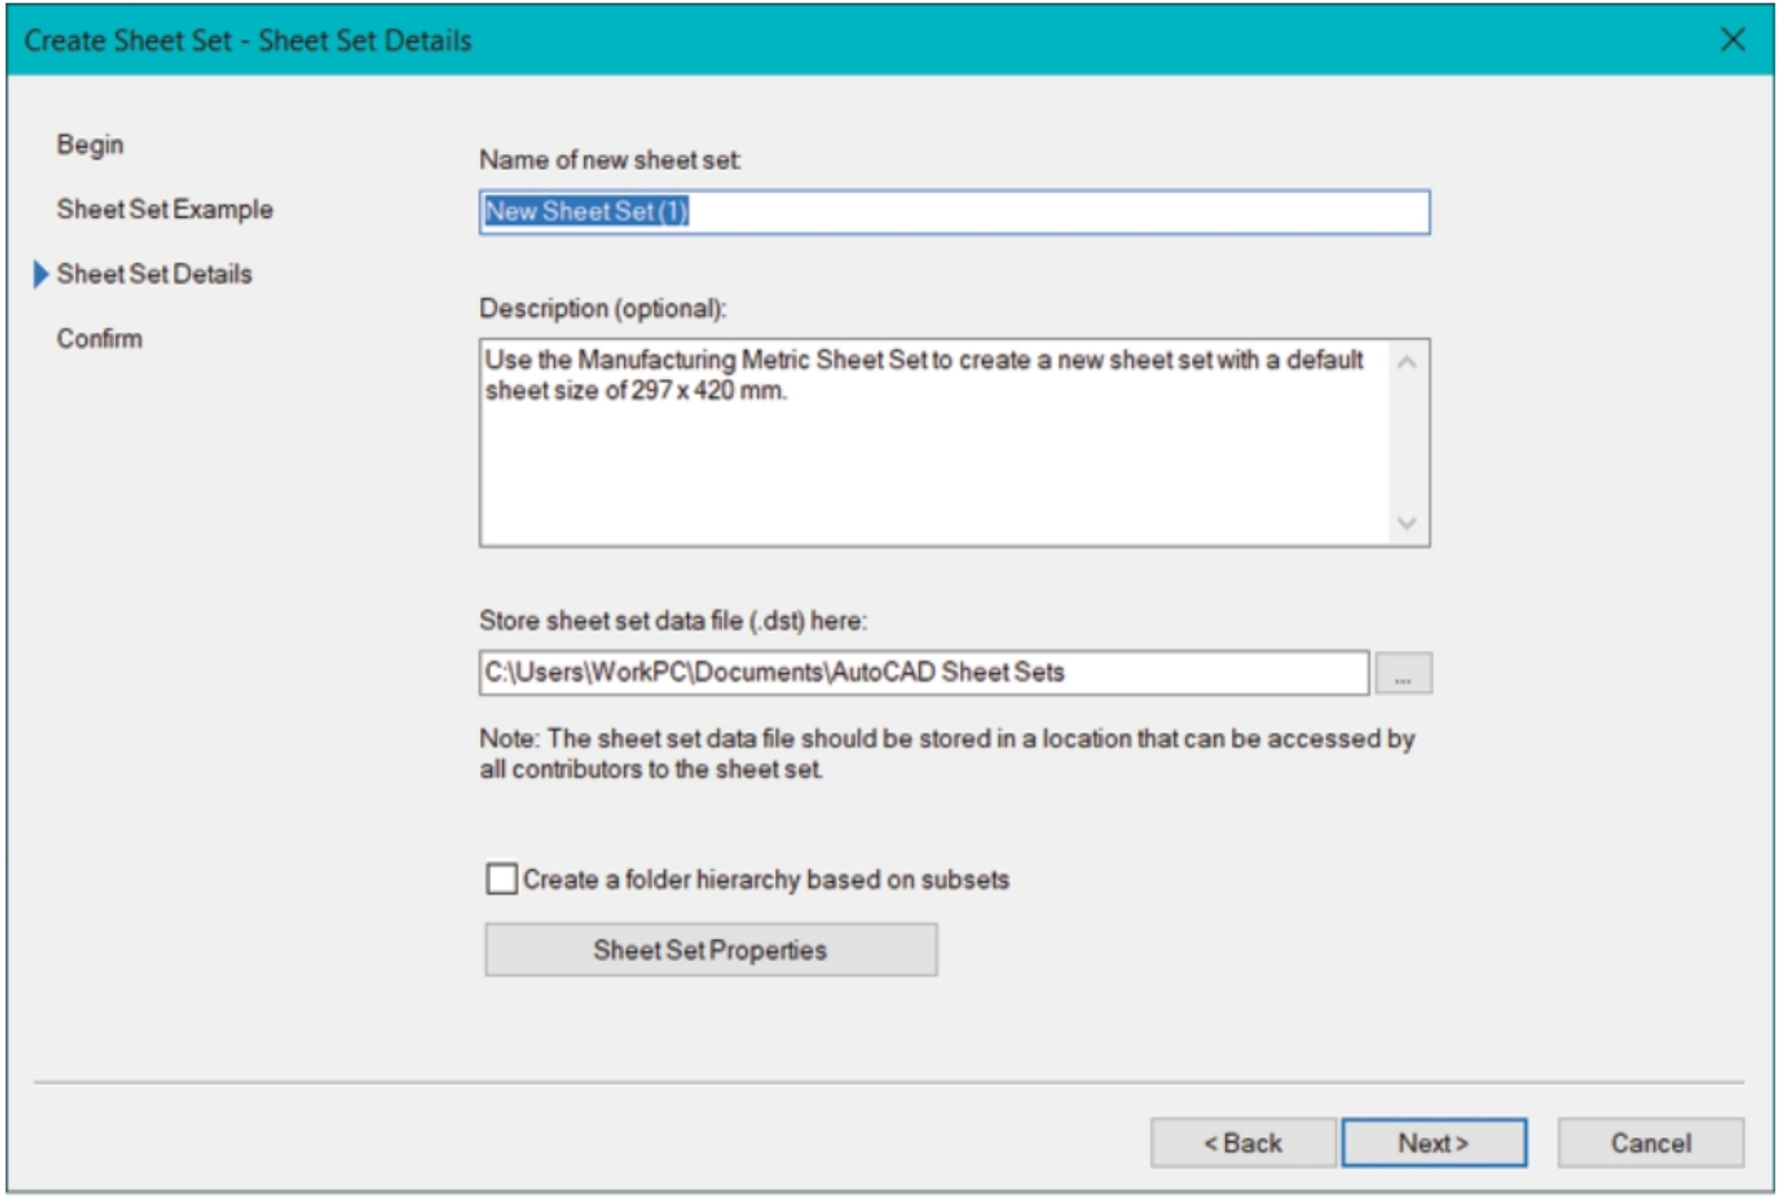

Figure-31. Sheet Set Details page of Create Sheet Set dialog box
- Select desire sheet set template from the box and click on the **Next** button from the dialog box. The **Sheet Set Details** page will be displayed as shown in Figure-31.